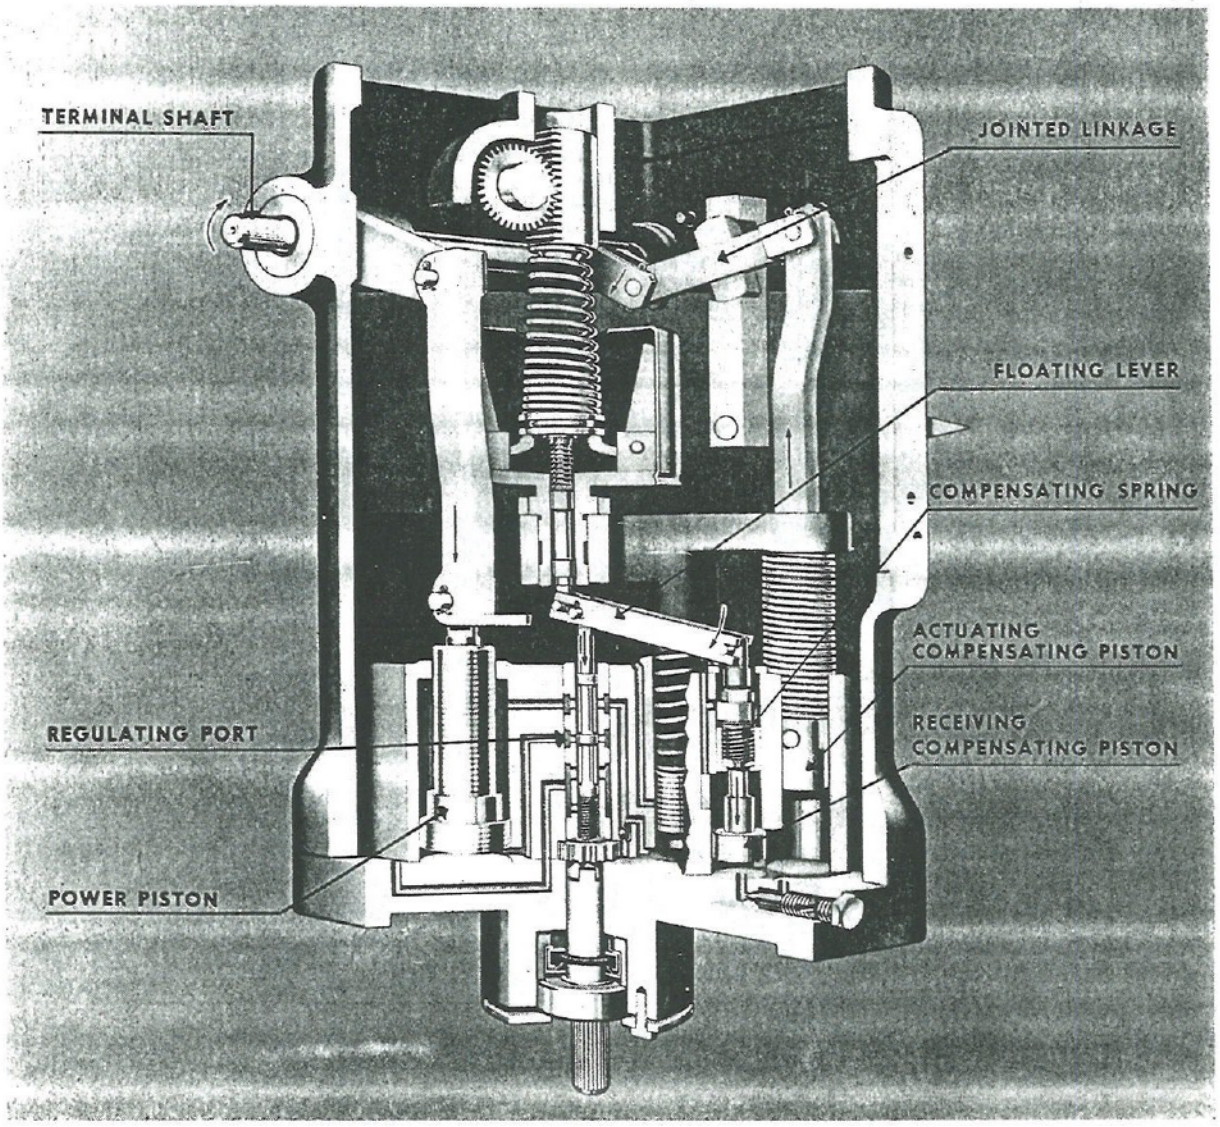

Fig. 47. Governor, Hydraulic, Operating to Decrease Fuel Delivery
c. In Fig. 47 the oil pressure on top of the power piston has pushed it down to the bottom